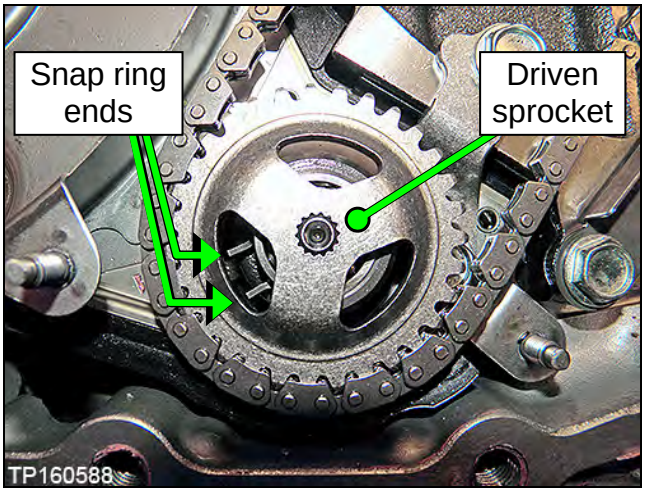

Figure 10I
a. Expand the snap ring with a suitable tool, and then push down on the driven sprocket until it bottoms out (Figure 10I).